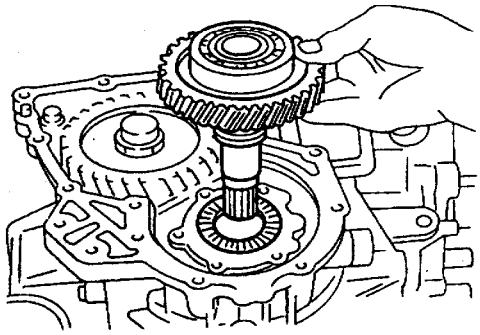

图 9－12－63
⑤如图 9－12－65 所示，拆下滚针轴承。
(43) 分解减速小齿轮。